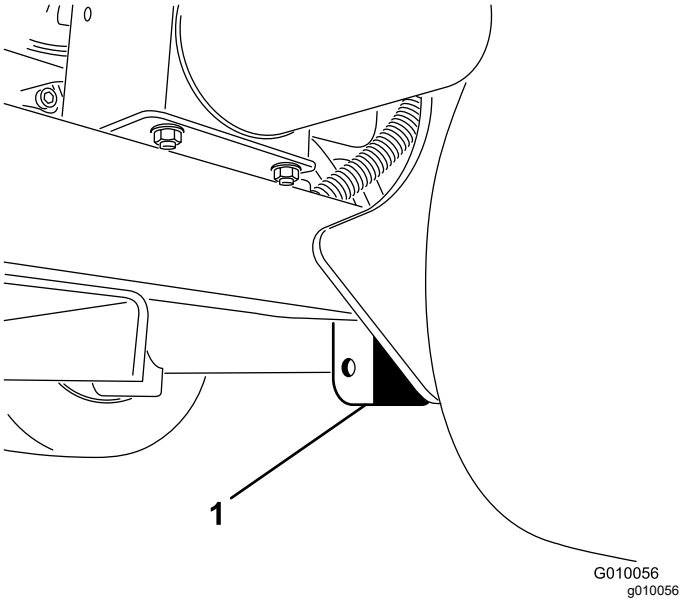

Figur 38
3. Placer donkraften forsvarligt under rammepladen lige på den indvendige side af baghjulet (Figur 38).